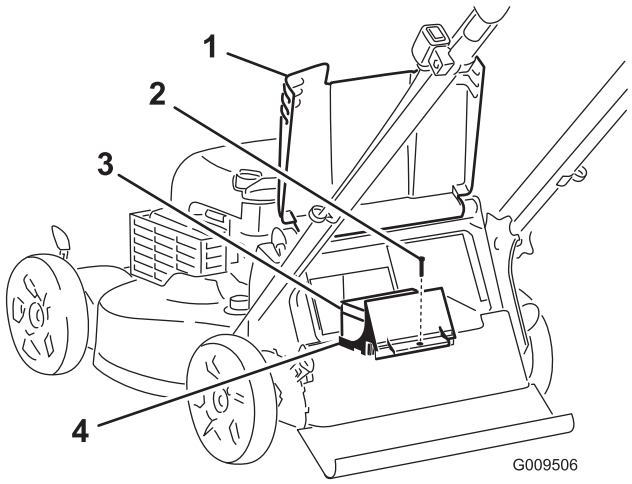

Figuur 34
1. Breng de afvoergeleider aan de achterzijde omhoog en ga naar het accucompartiment (Figuur 34).